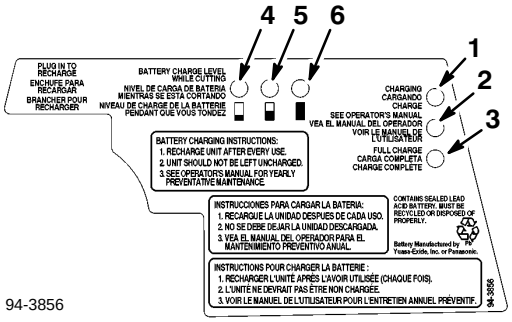

Figure 13
4. The three vertical LED lights on the control panel will indicate the charging status (Fig. 13). Refer to the Charging Chart, page 9, for a summary of the LED lights.
The three horizontal LED lights at the top of the control panel indicate approximately how much charge is left in the battery while the mower is in operation (Fig. 13). The lights are only accurate when the mower is operating and cutting grass. The following is an explanation of the symbols under the battery power status LED lights: